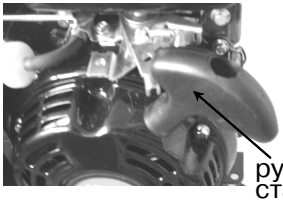

Рис.11
4. Медленно потяните рукоятку стартера, пока не почувствуете сопротивление, и затем вытяните его плавно, но быстро. См. рис.11.